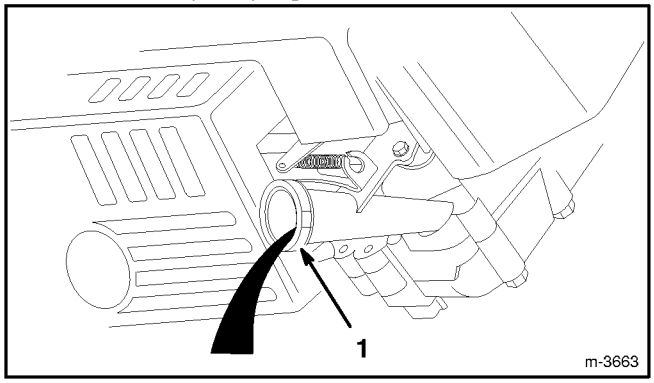

Figure 19
6. Tip mower on its left side, allowing oil to drain into drain pan (Fig. 19).